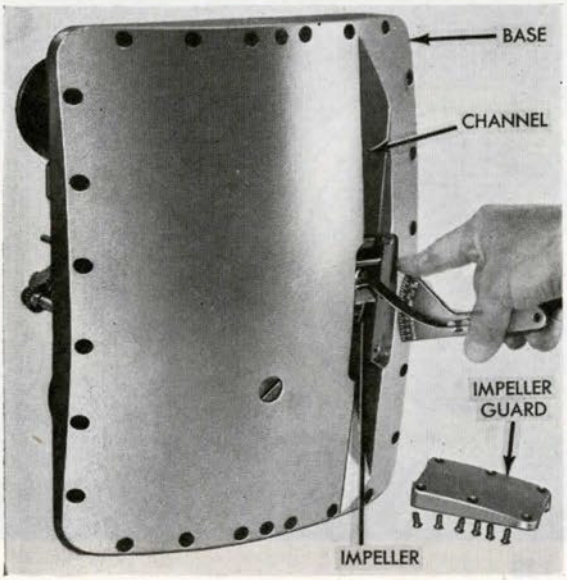

Figure 127
(1) Lift mechanism from box. (MF2)
(2) Grease (F) impeller shaft, using grease gun and adapter. (MF1, MF1A)
(3) Lay mechanism on its side with pick-up coil down.
(4) Note that arming screw is up and the threads are disengaged from threads on arming gear (armed position).
(5) Remove screws and impeller guard. (41)
(6) Turn impeller (less than a turn) to break adhesion of grease in bearing, and with impeller test tool on tip of one impeller blade, exert enough pressure to just start impeller (Fig. 127). The force required should be 22 to 24 ounces. (MF7)